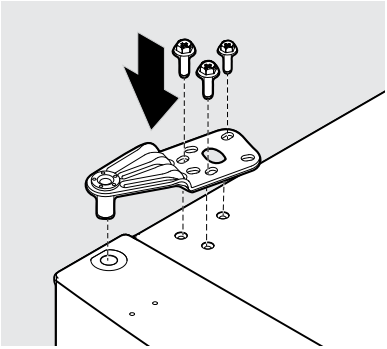

Figure 8
17. Using a Phillips™ screwdriver or a 5/16″ wrench, secure the top hinge using three 5/16″ screws. (see Figure 8).